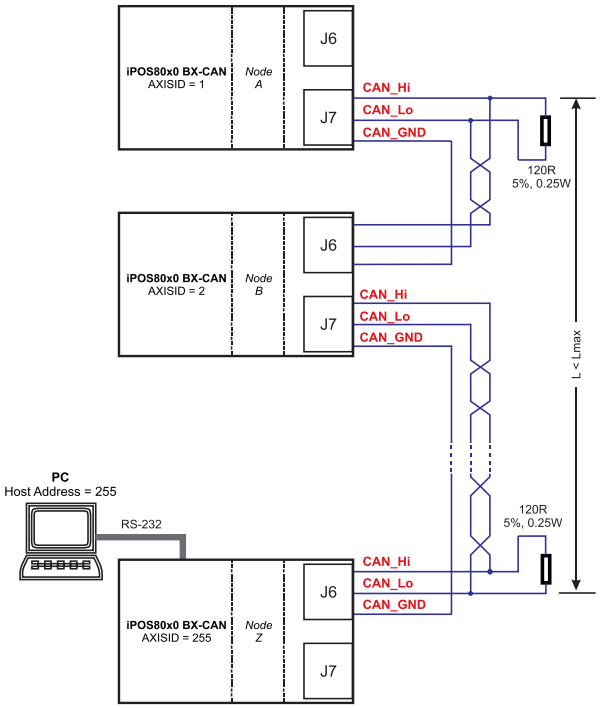

Figure 3.25. **Multiple-Axis CAN network**
1. *The CAN network requires a 120-Ohm terminator. This is not included on the board.* ***Figure 3.25*** *shows how to connect it on your network*